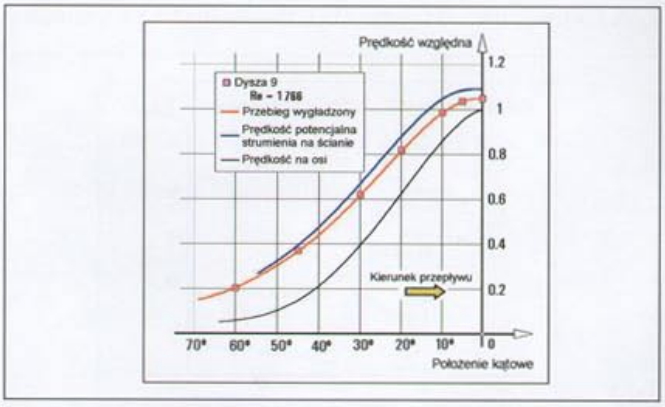
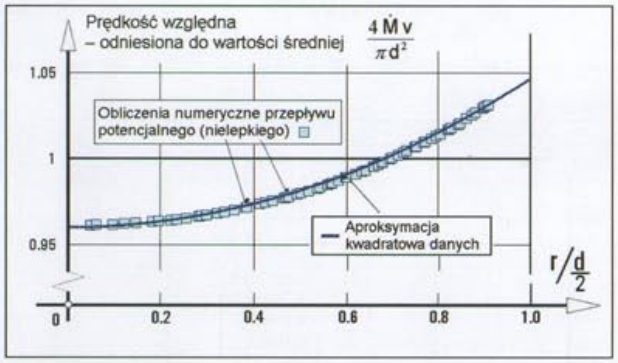
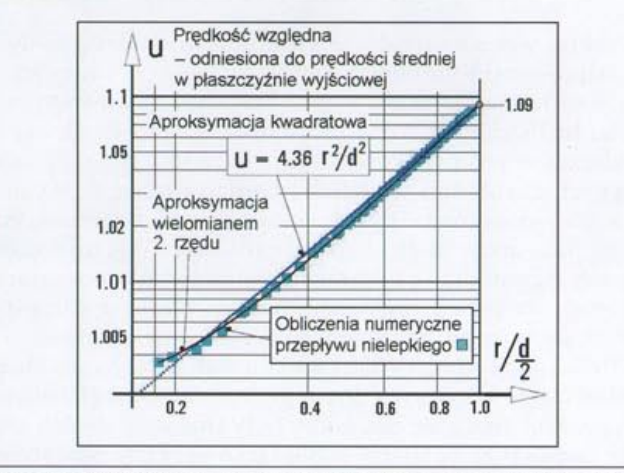
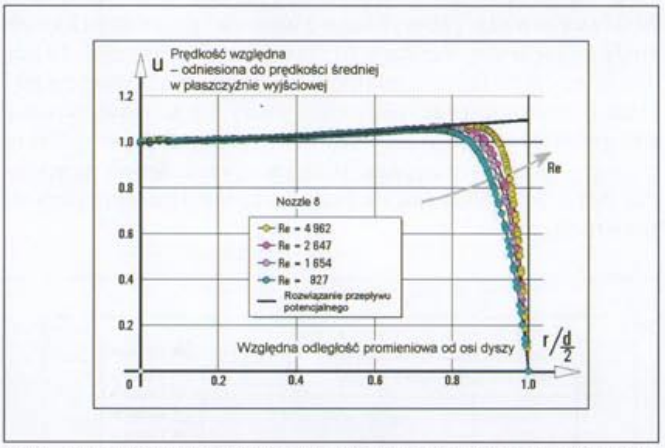

Rys. 9 Profile prędkości bezwymiarowych (odniesione do prędkości osiowej na wyjściu dyszy) dla różnych położeń kątowych
Rys. 10 Profil prędkości wyznaczony numerycznie dla nielepkiego strumienia potencjalnego w płaszczyźnie wyjściowej
Rys. 11 Prędkość profilu modelu nielepkiego wykreślona we współrzędnych logarytmicznych
Rys. 12 Profile prędkości dla różnych liczb Reynoldsa różniące się wzajemnie jedynie w ich częściach związanych z warstwą przyścienną
Charakterystyczną własnością krótkich dysz, do których należą analizowane dysze kwadrantowe, jest stosunkowo skomplikowane pole prędkości leżące na zewnątrz warstwy przyściennej. Ten niemożliwy do pominięcia fakt może być przyczyną ograniczeń w używaniu tego typu dysz w niektórych aplikacjach, które wymagają płaskiego rozkładu w profilu prędkości na wyjściu. Na rys. 10 wyniki obliczeń nielepkiego pola prędkości zostały przedstawione w postaci wartości prędkości uzależnionej od położenia kątowego (podobnie jak na rysunkach 2, 5 i 7). Natychmiast rzuca się w oczy fakt, że rozkład prędkości wzdłuż takiego potencjalnego rdzenia strumienia na zewnątrz warstwy przyściennej jest bardzo nierówny. Prędkość na każdej z linii promieniowych jest wolniejsza przy osi dyszy. Jej wzrost nie następuje jedynie w kierunku ujścia strumienia, ale również istotnie rośnie wzdłuż promienia w kierunku ściany. Rozwiązanie nielepkiego modelu pokazuje, że największa wartość (linia niebieska na rys. 9) przylega do ściany. Oczywiście, ta wartość nigdy nie zostanie osiągnięta ze względu na obecność warstwy
przyściennej. Przykład rzeczywistego wyliczonego maksimum wartości prędkości (dla szczególnego zbioru warunków) na krawędzi warstwy przyściennej, również przedstawiony na rys. 9, pokazuje różnice między rozwiązaniem nielepkim i rzeczywistym maksimum rosnącym w kierunku przepływu strumienia.
Oczywiście, z praktycznego punktu widzenia najbardziej nieprzyjemną nierównością prędkości w rdzeniu potencjalnym są różnice prędkości występujące na wyjściu. Rys. 10 pokazuje, że prędkość na osi dyszy w ujściu strumienia jest mniejsza o około 4%, niż wartość średnia wyliczona przy przyjęciu założenia stałego rozkładu na całym przekroju ujścia dyszy. Nielepki profil prędkości na wyjściu jest w rzeczywistości dość skomplikowany, ale może być aproksymowany przez prostą zależność kwadratową przedstawioną na rys. 11 z dokładnością wystarczającą dla
Największa prędkość modelu nielepkiego na wyjściu jest ponownie znaleziona na ścianie, gdzie jest ona mniej więcej o 9% większa niż wartość osiowa (rys. 11) i około 4,5% większa niż wartość średnia (rys. 10). Oczywiście, maksimum to nigdy nie zostanie osiągnięte w przepływach rzeczywistych ze względu na występowanie warstwy przyściennej.
Model wystarczająco dokładny w praktycznych aplikacjach traktuje rzeczywisty strumień wyjściowy jako składający się z potencjalnego rdzenia, zgodnie z rys. 10 (nie jest uzależniony od wartości liczby Reynoldsa w strumieniu), oraz występującej warstwy przyściennej, która rdzeń „otacza" w pobliżu narożnika profilu nielepkiego przepływu. Wyliczone rozkłady prędkości wyjściowej przedstawione na rys. 12 dla kilku różnych liczb Reynoldsa są całkowicie objęte tym modelem. Im większa jest licz-
ba Reynoldsa strumienia przepływającego przez dyszę, tym mniejsza jest grubość warstwy przyściennej, która może być wyznaczona, zgodnie z rys. 12, jako odległość [illegible] nie zostały zmaterializowane – współczynnik strat (lub liczba Eulera) jest daleki od niezmienności.
Jest to bardzo ważne odkrycie, ponieważ równanie (2) wobec tego jest niezbędną zależnością służącą do skompletowania modelu 2. rzędu dotyczącego opisu własności dyszy kwadrantowych. Model ten przedstawiono w poprzedniej części pracy na rys. 12 [9].